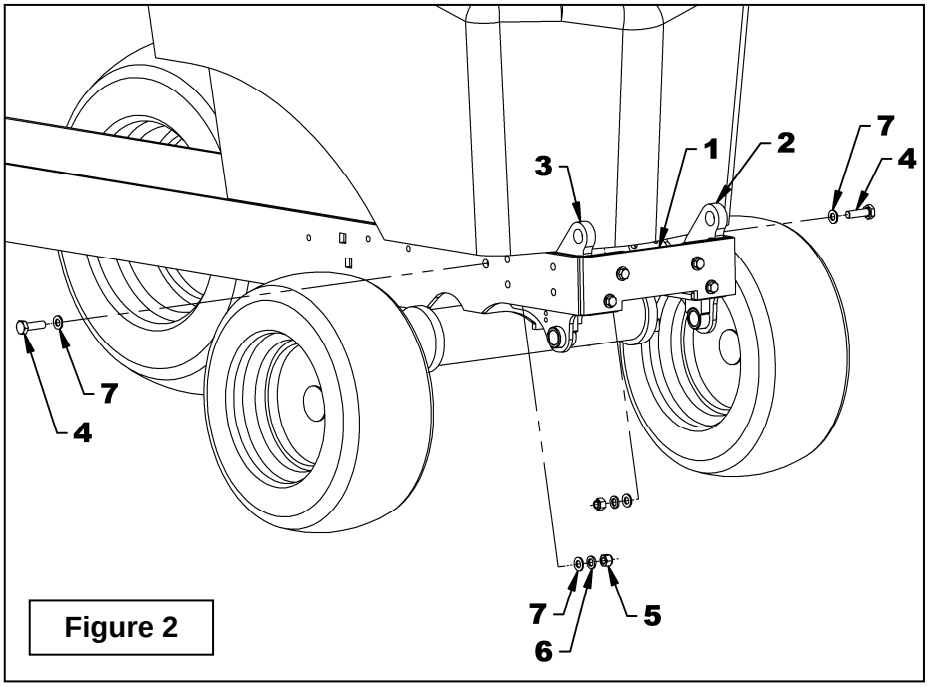

Figure 2
4. Regrouper les items 4 à 7 énumérés dans le tableau de la figure 2.
5. **Figure 2:** Fixer, sans serrer, les supports (items 2-3) avec deux boulons hex. 1/2"NC x 1 3/4" lg (item 4), quatre rondelles plates 12mm (Ø13mm int.), deux rondelles de blocage 1/2" et de deux écrous hex. à bague de nylon 1/2"NC (items 4-7-6-5).